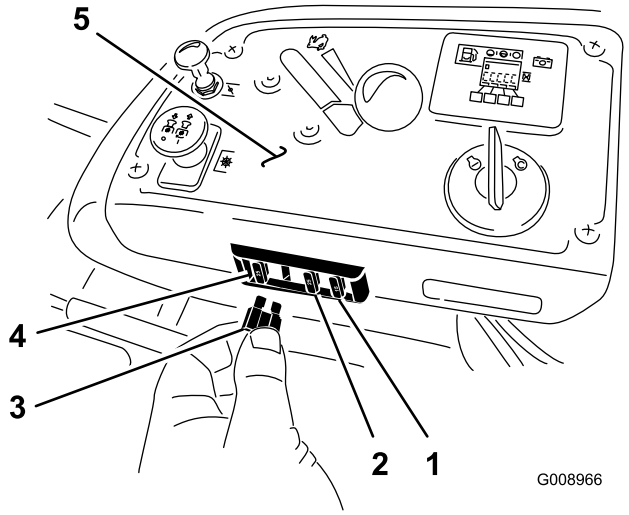

Figura 60
1. Los fusibles están situados en la consola de la derecha, junto al asiento (Figura 60).
3. Instale un fusible nuevo (Figura 60).